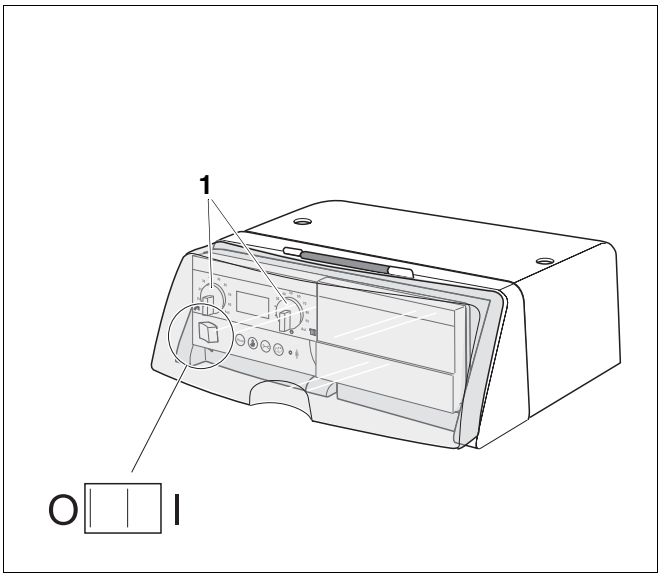

Bild 46 Regelgerät Logamatic MC10 – Betriebsschalter
- Drehknöpfe (Bild 46, **Pos. 1**) auf „0“ drehen und Gebläse nachlüften lassen, falls der Brenner in Betrieb ist.
- Brenner über Wärmeanforderung ausschalten. (Bild 46, Seite 58)